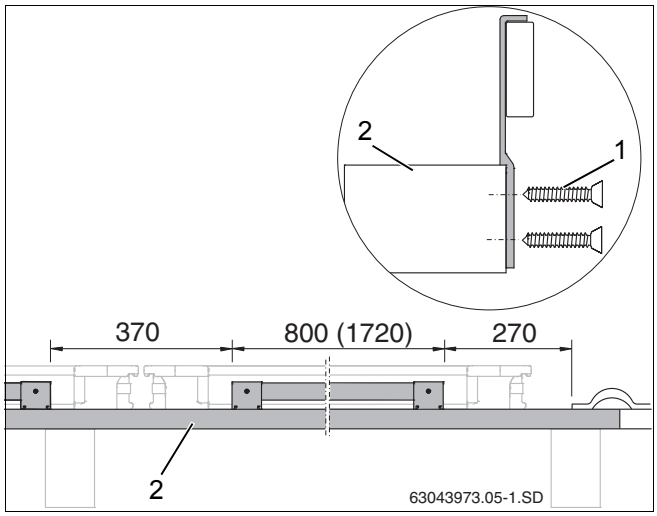

Рис. 11 Установка креплений от сползания на обрешетке крыши (размеры в мм, размер в скобках = для горизонтального исполнения коллекторов)
- Установите предварительно смонтированное крепление от сползания на первую рейку дополнительной обрешетки (рис. 11, [2]) и закрепите двумя саморезами 4x40 (рис. 11, [1]) (соблюдайте размеры).